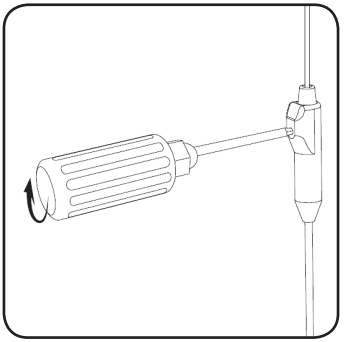

Figure 19. Fixer l'électrode en serrant la vis de pression dans le sens des aiguilles d'une montre sur la collerette de rétention.
5. Insérer complètement la clé dynamométrique dans l'orifice du bloc de connexion de l'extension percutanée. Serrer la vis d'arrêt en tournant la clé dynamométrique dans le sens des aiguilles d'une montre jusqu'à ce qu'un clic se fasse entendre (**Figure 19**).